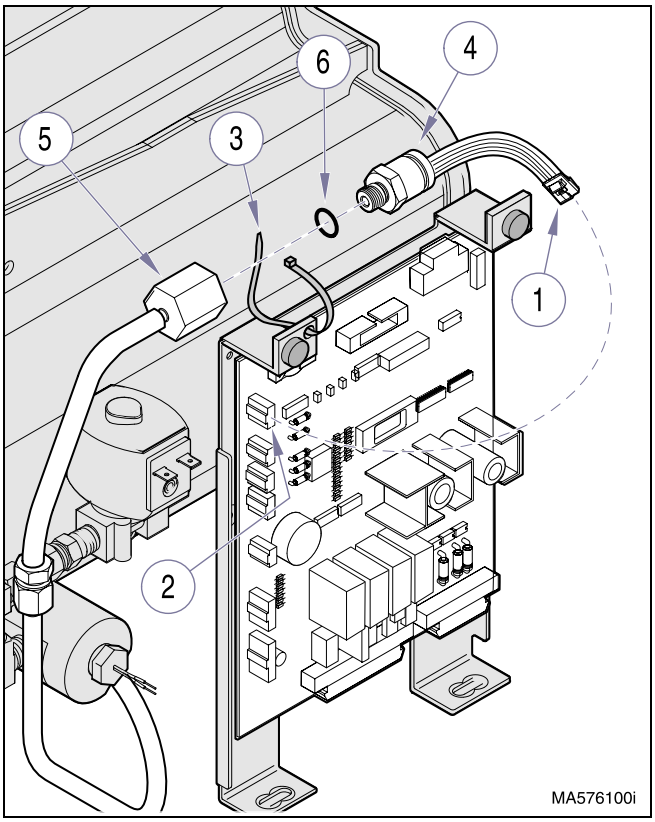

Figure 4-17. Pressure Transducer
(1) Unplug power cord from outlet receptacle.
(2) Remove R.H. side panel (Refer to para 4.2).
(3) Refer to para 2.3 and ***record*** old pressure transducer calibration data.
(4) Disconnect transducer connector (1, Figure 4-17) from connector J14 (2) on main control p.c. board.
(5) Cut wire tie (3) that secures pressure transducer (4) to mounting bracket of main control p.c. board.
(1) Make sure o-ring (6, Figure 4-17) is present on threaded portion of pressure transducer (4).
(2) Using 3/4 in. wrench, install pressure transducer (4) on transducer fitting (5) and secure to mounting bracket with wire tie (3).
(3) Connect transducer connector (1) to connector J14 (2) on main control p.c. board.